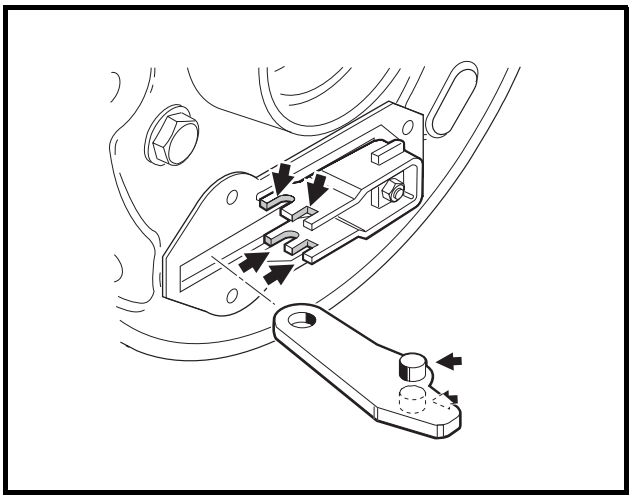

Figure 6-22 Lubricate Actuator
6. Use a small brush to carefully apply a light coat of white lithium NLGI #2 grease (Dow Corning BR2-Plus or equivalent) to the brake actuator assembly as shown **(Figure 6-22, Page 6-10)**. **See preceding WARNING.**